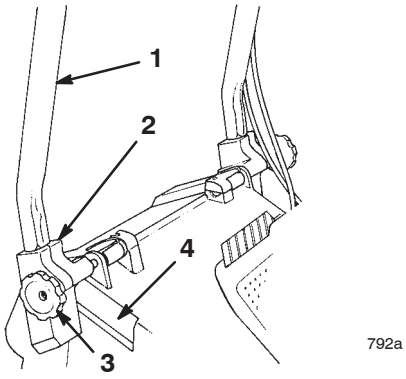

Bild 2
1. Lockern Sie die Handräder an den Befestigungshalterungen (Bild 2).
3. Schieben Sie die Griffenden in die Löcher in die Befestigungshalterungen, bis die Enden vollständig in den Halterungen sitzen (Bild 2).
4. Drehen Sie den Griff und die Befestigungshalterungen nach hinten, bis die Halterungen sicher in die Gehäusetaschen passen (Bild 2).